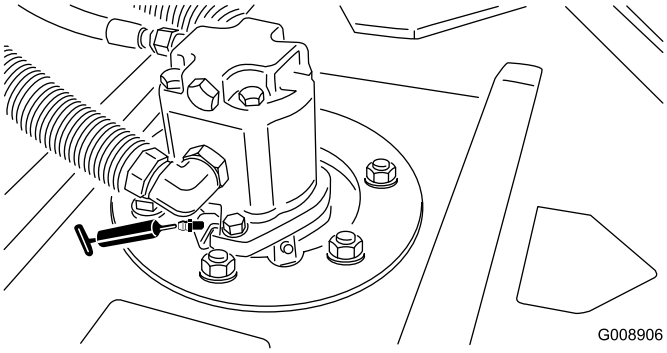

Figur 42
- Klippeenhedens spindelaksellejer (1 pr. klippeenhed) (Figur 42)